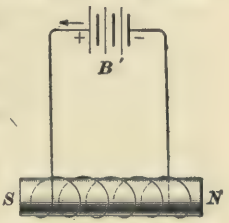

FIG. 17.
**28. The Core.**—The effect of the spiral as a magnet may be very much increased by putting inside of it a piece of soft iron, called a **core** (see Fig. 17). The soft-iron core offers much less resistance to the passage of the lines of force than the air does, so that not only are there more of them created, apparently, but also many of those little circular lines of force that formerly surrounded one turn of the spiral now become elongated and follow a course through the iron core from end to end, where very strong poles are developed and the strength of the magnet is very much increased. As we said above, the effect of putting in an iron core is to increase the number of lines of force many times, but, with the core once in, the effect of increasing the number of turns of wire in the spiral, or the number of amperes of current flowing through it, is not the same as it was with the spiral free from iron. Doubling the turns or the current will no longer double the number of lines of force, for this reason: the first few lines forced through the iron by means of a current flowing around a spiral, the iron accepts very freely; the next few lines do not find a place so readily, and when the magnetizing force is steadily increased a point is soon reached where the iron begins to be crowded, and a condition is finally obtained where increasing the magnetizing force a great many times increases the number of lines of force very little. At this point the iron is said to be saturated; it has all the lines of force that it can take, just as a rag is said to be saturated when it holds all the water it can. As a more apt illustration, suppose that it is desired to fill a headless barrel with motormen's switch irons; the first ones go in easily, but the last ones do not. The more irons there are in the barrel, after a certain limit is reached, the harder it is to get in any more; so with lines of force,